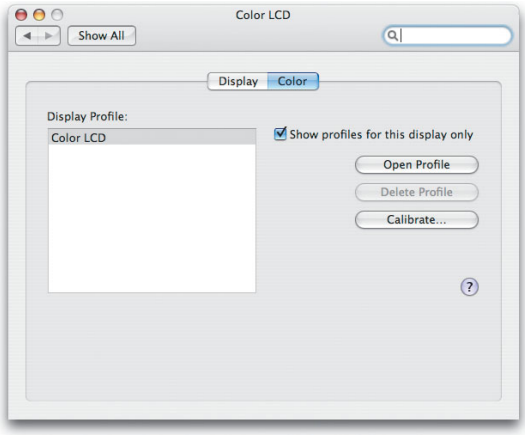

Figure 4.2 Mac OS X has a built-in software monitor calibration system that you can activate from the Displays section of the System Preferences.
2. Click the Color tab to bring up the color controls for your monitor (**Figure 4.2**).